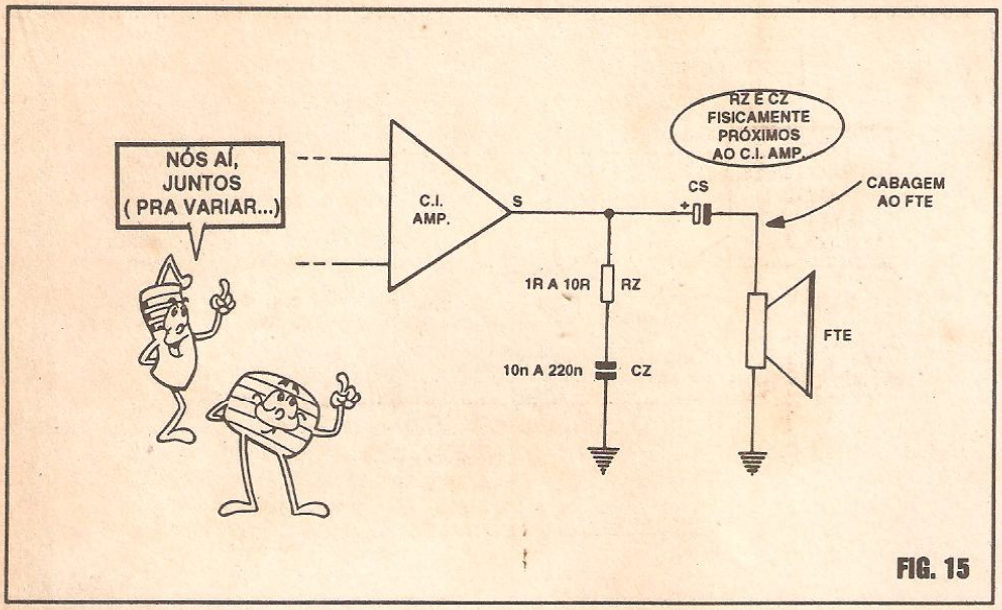

FIG. 15
- **FIG. 15** - DESACOPLAMENTO E ''FILTRAGEM'' DA SAÍDA... - O elevado ganho intrínseco dos modernos Integrados (e, pelas suas próprias funções e características, notadamente dos IPAs...), facilita muito o surgimento de oscilações em ultra-som (Frequências inaudíveis através dos transdutores normais de Áudio, alto-falantes, fones, etc.), ocasionadas por realimentações não ''enxergadas'', e que se dão através das capacitâncias distribuídas e percursos resistivos de elevado valor, determinados pela unidade depositada sobre as placas de Impresso, etc. Embora não possamos **ouvir** diretamente tais eventuais oscilações, elas (estando ''lá''...) estarão ''puxando'' energia da fonte e, quase sempre, acrescentando dissipações não previstas nos próprios Integrados! Uma forma de evitar tais oscilações e instabilidades, é através da devida ''filtragem'' ou ''desvio'' dessas faixas de Frequências realimentadas, dotando as saídas dos Integrados de Potência para Áudio, da chamada **Rede de Zobel**, um mero arranjo em série formado por resistor e capacitor (as faixas de valores costumeiros estão relacionadas no diagrama...), capazes de ''amortecer'' ou ''desviar para a terra'', tais fatores. Para se ''fugir'' totalmente das capacitâncias distribuídas (já falamos sobre isso em ''Aulas'' anteriores...) convém que tais redes fiquem também próximas, fisicamente, aos IPAs, nos lays outs criados para os Impressos especificos... Essa rede (formada por RZ e CZ, no diagrama), eventualmente pode ser não necessária, se o alto-falante for posicionado **bem próximo** ao próprio IPA, ligado à placa do circuito por fiação bem curta...